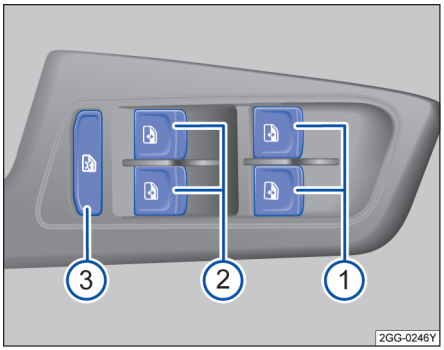

图 58 在驾驶员侧车门内：前部和后部车窗升降器的按钮
→ 图 58 的图例：
安全按钮→ 图 58③ 停用后门车窗控制按钮。这时按钮中的黄色指示灯亮起。